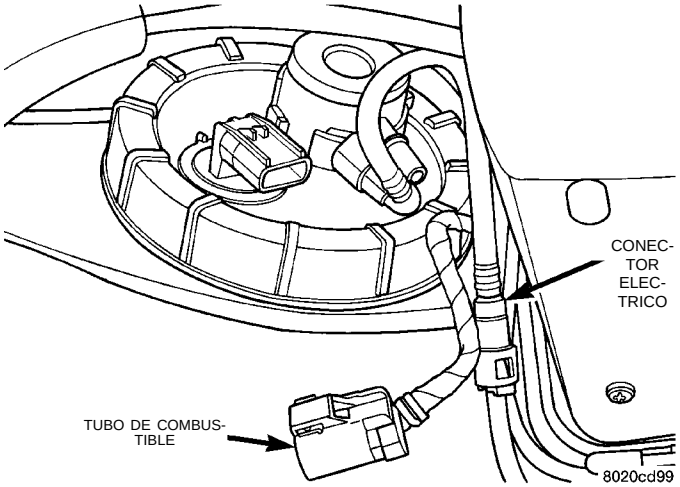

Fig. 75 Conector eléctrico del módulo de la bomba de combustible
(23) Inspeccione la conexión eléctrica del módulo de la bomba de combustible en el depósito de gasolina, para detectar posible corrosión o daños (Fig. 75).